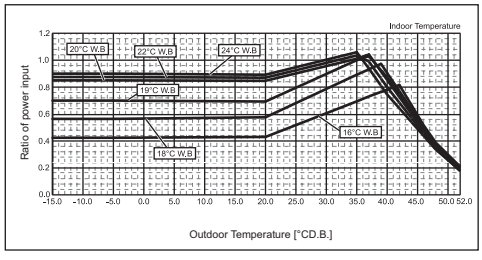

Fig.2-2 Outdoor unit temperature correction (power input) *1
No → Outdoor Unit Input = Rated Outdoor Unit Input × Outdoor Temperature Correction Coef. (Fig.2-2) × $f(CT_i)$
*c_k: Outdoor unit power input coefficient of k indoor unit room temp. (Fig.2-2)